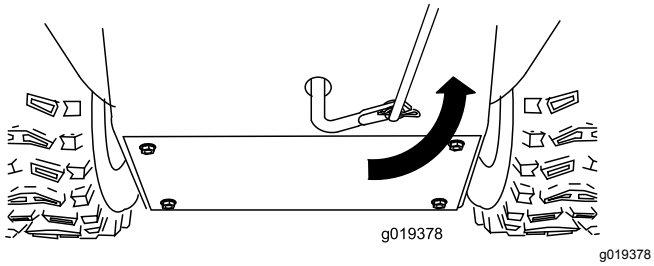

Figur 8
5. Drej den nederste forbindelsesarm helt opad (mod uret) som vist i Figur 8.